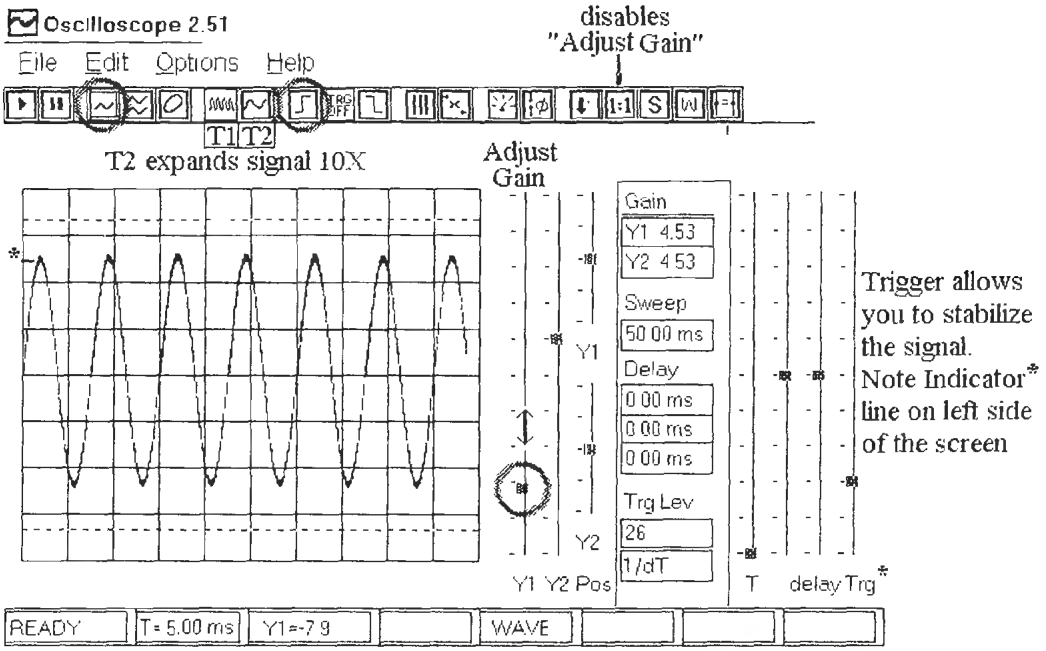

Figure L49-14
5. Figure L49-14 shows how to set up Winscope to see the tone signals on your computer.
f. Be sure to adjust the settings by clicking those shown previously in Figure L49-14. Adjust the gain on Y1. When you move the "trigger" into place, the signal is stabilized.